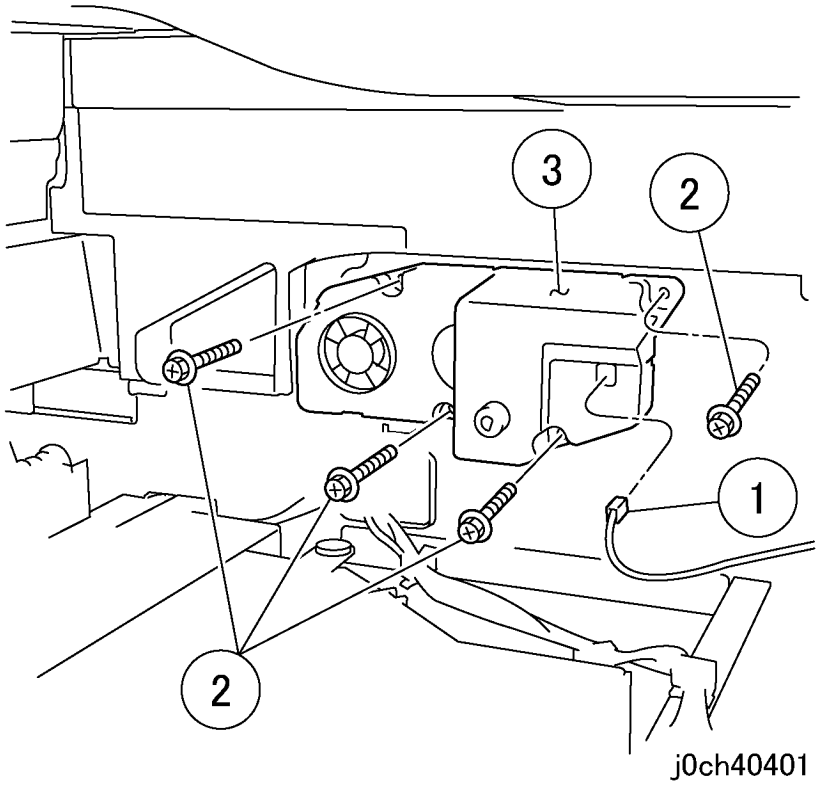

Рисунок 4 Снятие двигателя подачи тонера (j0ch40401)
5. Снимите двигатель подачи тонера (рисунок 4).